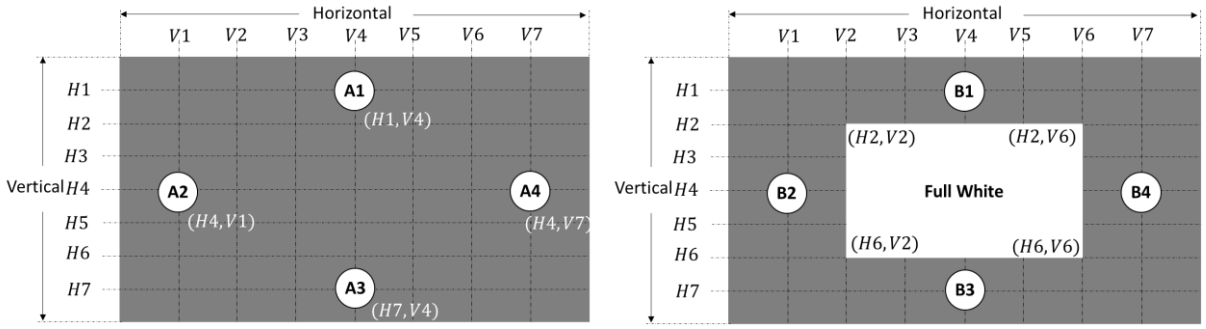

Fig 4.5 Definition of Crosstalk (2D)
(7) Definition of Crosstalk (2D)
Crosstalk of one area of the LCD surface by another shall be measured by comparing the luminance (A), with all display pixels set to a gray level, to the luminance (B) of that same area when any adjacent area is driven full white pattern which shown in Fig. 4.5. The gray level of background is set to 25%full gray pattern.
$\text{Crosstalk}(\%) = \text{Max.}\left(\frac{|L_B(\text{X}) - L_A(X)|}{L_A(X)} \times 100\%\right)$, Where the X is point 1 to 4 shown in Fig.4.5